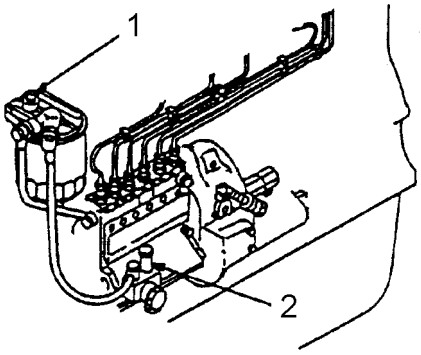

Fig. 5.3.1
- Desenroscar el tapón de purga una vuelta y media aproximadamente (1). Ver Fig 5.3.1.
- Girar el tapón de la bomba de purgado (2) en sentido antihorario hasta que éste se desenrosca. Ver Fig. 5.3.1 y 5.3.2.
- Cuando el combustible salga por el tapón libre de burbujas, devolver la bomba a su posición original y apretar el tapón de purga (1). Ver Fig 5.3.1